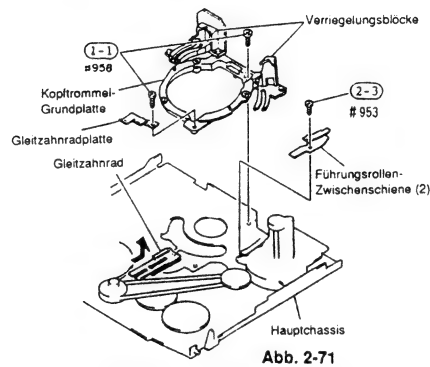

Abb. 2-71
1) Zwei (2) Befestigungsschrauben der Kopftrommel-Grundplatte entfernen (siehe Abb. 2-71).
(2) Führungsrollen-Zwischenschiene (2)
3) Eine (1) Befestigungsschraube der Führungsrollen-Zwischenschiene (2) entfernen (siehe Abb. 2-71).
4) Die Führungsrollen-Zwischenschiene (2) aus dem Hauptchassis entfernen.
2) Das Gleitzahnrad in Richtung des Pfeiles von dem Hauptchassis abnehmen (siehe Abb. 2-71).